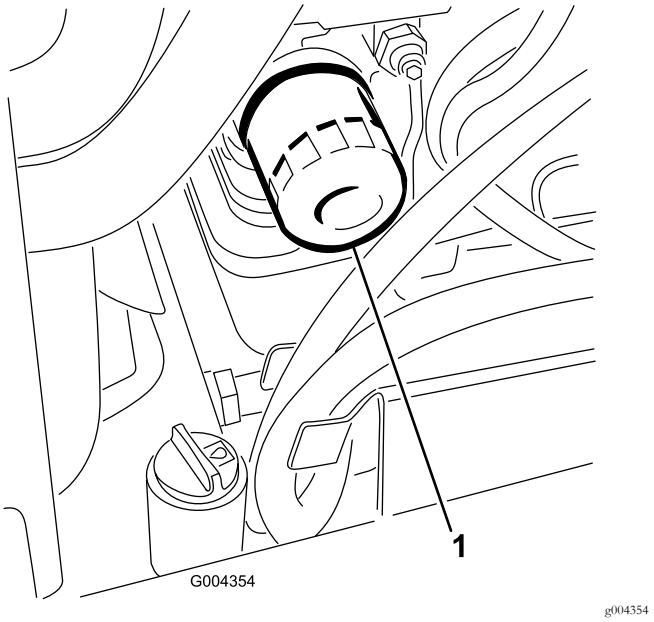

Rysunek 39
3. Wyjmij stary filtr (Rysunek 39) i wytrzyj powierzchnię uszczelki adaptera filtra.